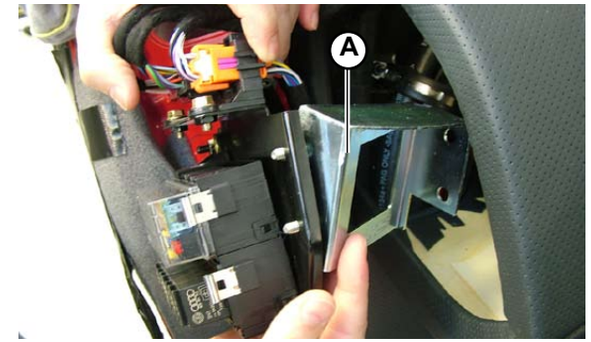

Fig.8
1. Disassemble the bracket (**A-Fig.8**) connected to the control unit by unscrewing the 2 fixing screws.